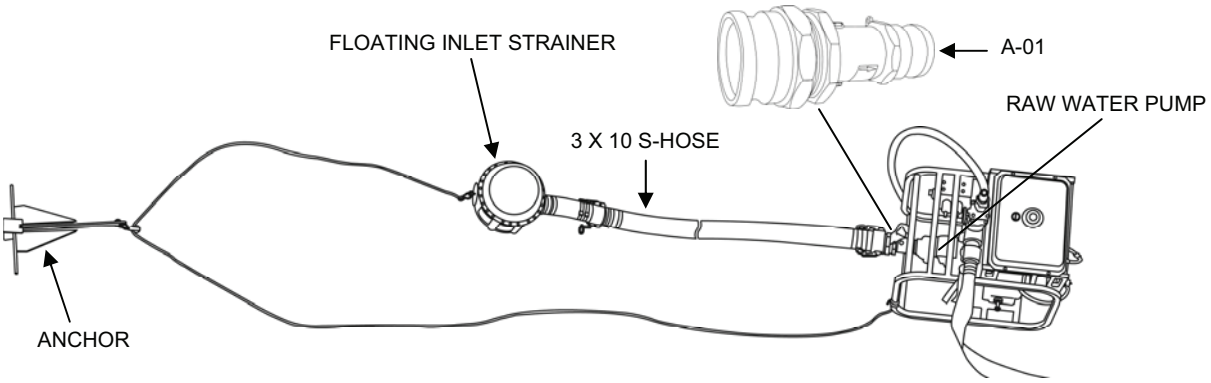

Figure 6. Raw Water Inlet System Deployment.
4. Complete the raw water hose connections as follows (Figure 6):